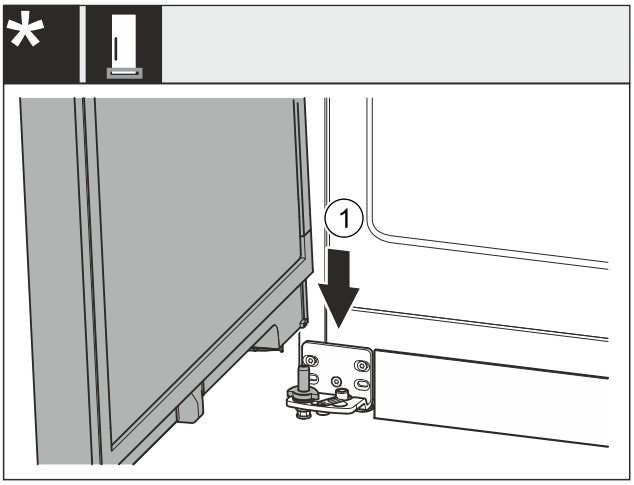

Fig. 44 *
▶ 从上方将冰箱门放在下面的轴承螺栓 *Fig. 44 (1)*上。*